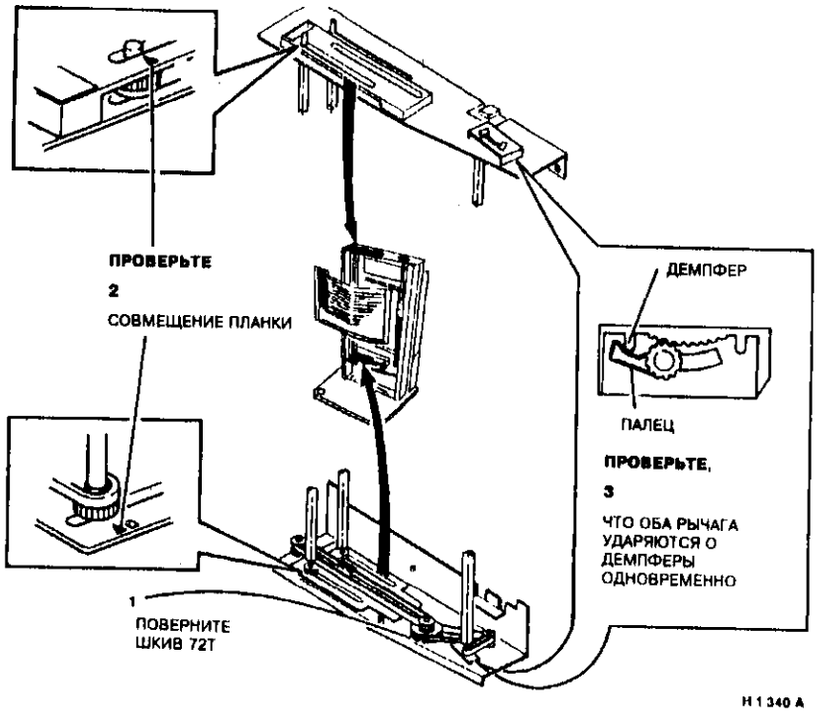

Рисунок 1. Проверка положения подравнивающих планок
2. (Рисунок 1) Проверьте, что стрелка на верхней направляющей задней планки механизма подравнивания совмещена с направляющей планкой. Если подравнивающую планку совместить со стрелкой не удается, выполните регулировку.
3. (Рисунок 1) Вручную поворачивайте шкив 72T, проверяя, что передняя подравнивающая планка ударяется в демпферы одновременно вверху и внизу. Если это происходит не одновременно, выполните регулировку.